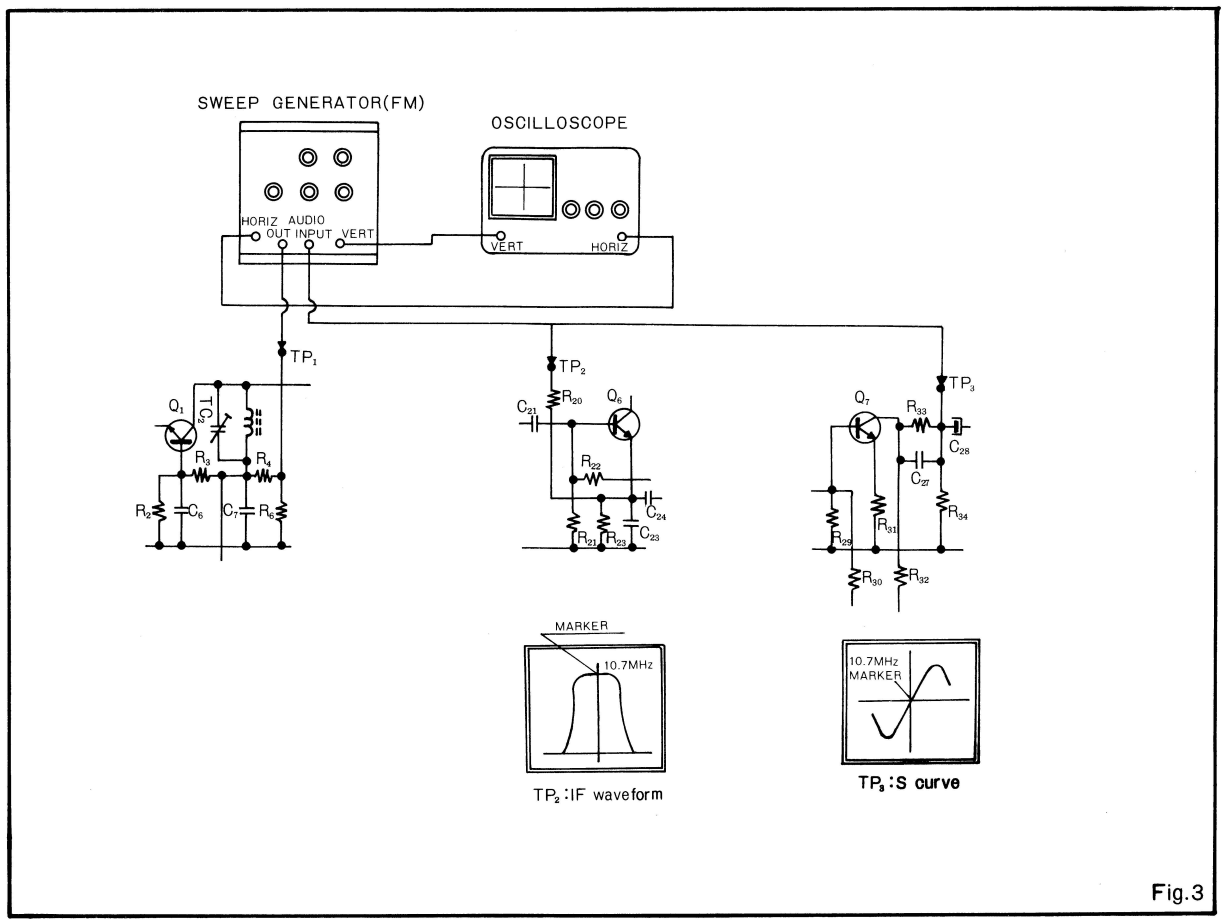

Fig.3
2. With the sweep generator frequency set fo 10.7MHz when the output level of the sweep generator is gradually increased, waveform shown in Fig. 3 appears on the CRT screen.